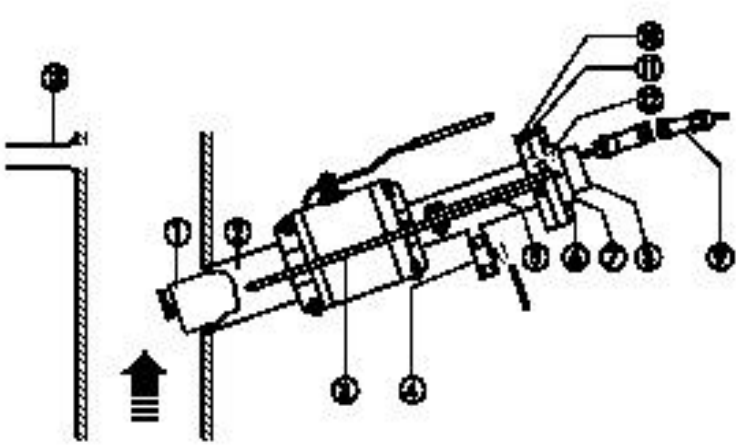

图6 配套球阀装置的安装情形
请参照图6所示。
3、将旋转套环（如图6所示）两端的固定螺丝钉拧松。
5、在保持传感器探头定位方向不变的情况下，旋转传感器连接法兰直至与球阀连接法兰对应（两个法兰如图6所示）。
3、参照图6所示，取掉传感器连接法兰插脚上的两个铰链夹。